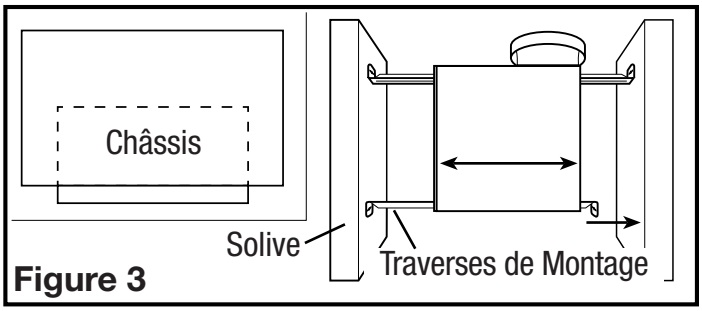

Figure 3
1. Installer les traverses sur le châssis et positionner le châssis près de la solive. Aligner le châssis pour qu'il soit à effleurement avec le plafond fini. Fixer les extrémités des traverses avec des clous ou des vis (non-comprises) aux solives et glisser le châssis à sa position finale **(Figure 3).**
1. Placer le châssis en position entre les solives et tracer un contour sur le matériau du plafond **(Figure 4)**. Mettre le châssis de côté et découper l'ouverture, en prenant soin de ne pas couper ou endommager des câbles électriques dissimulés ou autres utilités. Installer les traverses sur le châssis et positionner le châssis dans le trou percé précédemment afin qu'il soit à effleurement avec le plafond fini. Fixer les extrémités des traverses aux solives **(Figure 3).**